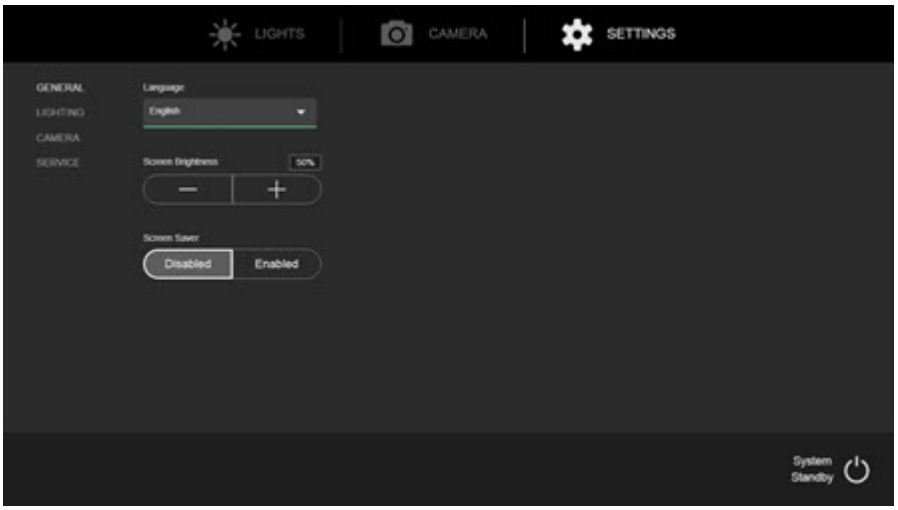

Figura 6-40. Salvapantallas
1. Pulse el botón Configuración en el IWC. Consulte la *Figura 6-40*.